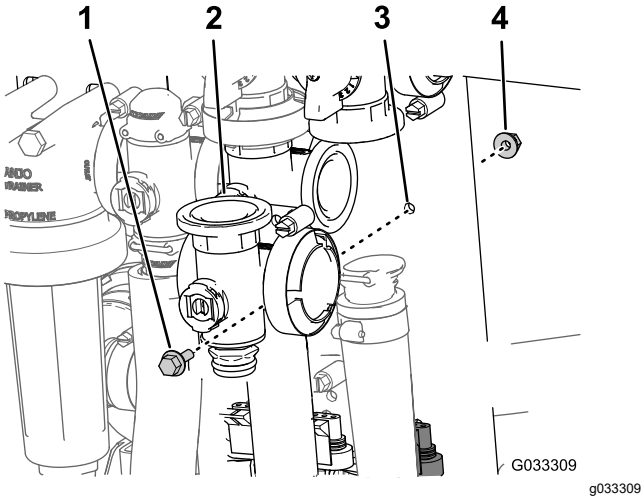

**Figura 73**
3. Remova o parafuso de cabeça flangeada e a contraporca flangeada que prendem a válvula da seção principal ao suporte da válvula e remova o coletor da válvula da máquina (Figura 73).